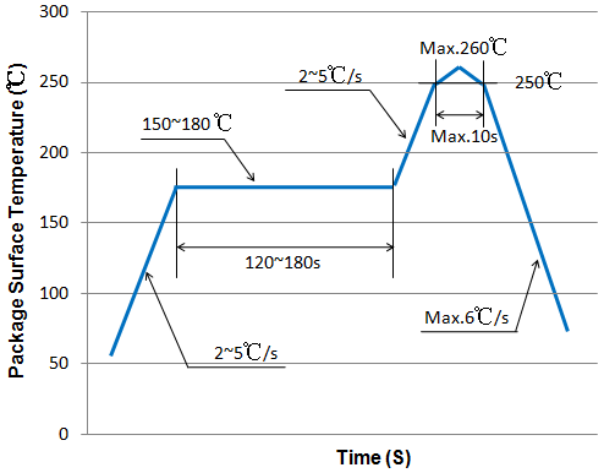

Figure 7: Recommended solder reflow profile
2. Recommended reflow profile for Pb free process is shown in Figure 7. The time duration of peak temperature (260℃) should be limited to 10 seconds.